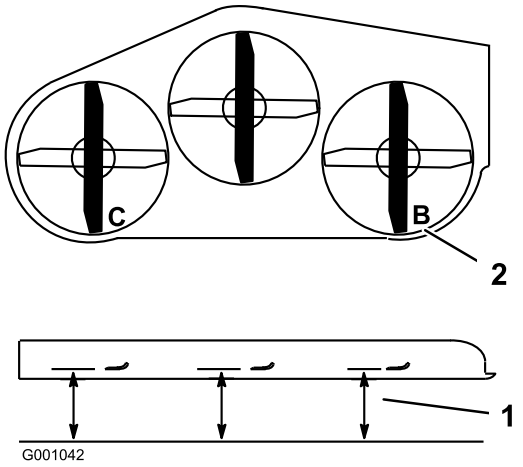

Figur 71
1. Plasser den høyre kniven på langs (Figur 71).
2. Mål den høyr kriven ved **B** fra en plan overflate til kniveggen på knivtuppene (Figur 71).
4. Plasser den venstre kniven på langs (Figur 71).
5. Mål den venstre kniven ved **C** (Figur 71) fra en plan overflate til kniveggen på knivtuppene.